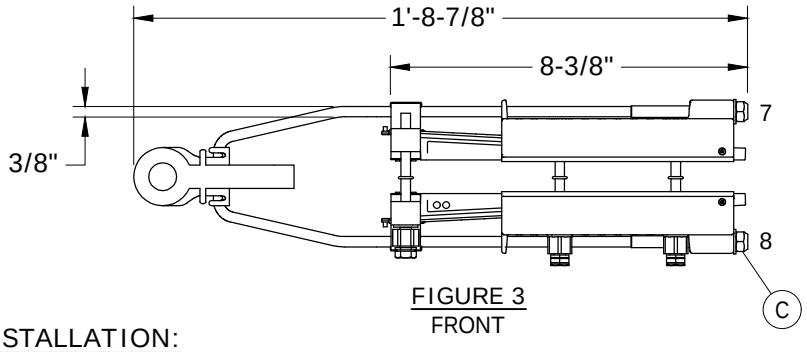

FIGURE 3
(C) NUTS 7 AND 8 SHOWN IN FIGURE 3 ARE INTENDED TO BE USED DURING RIGGING TO MAKE SMALL SAG CORRECTIONS ONLY AFTER CLAMP BOLTS 1 THROUGH 6 ARE INSTALLED AND SHEARED PER NOTE (B). TWO (2) THREADS MUST BE SHOWING PAST THE NUT.